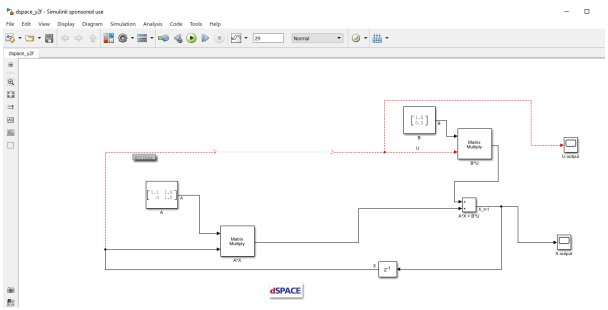

Figure 10.18: Populate the Simulink model.
3. (Figure 10.18) Populate the Simulink model with the system you want to control.